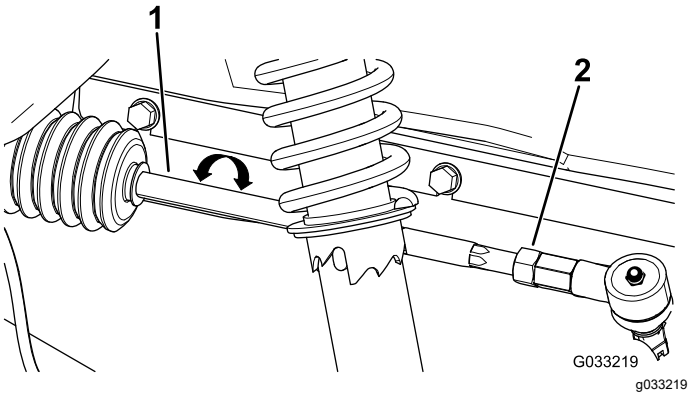

Figur 48
2. Om måttet inte hamnar inom 0–6 mm ska du lossa kontramuttrarna i den yttre änden av dragstängerna (Figur 48).